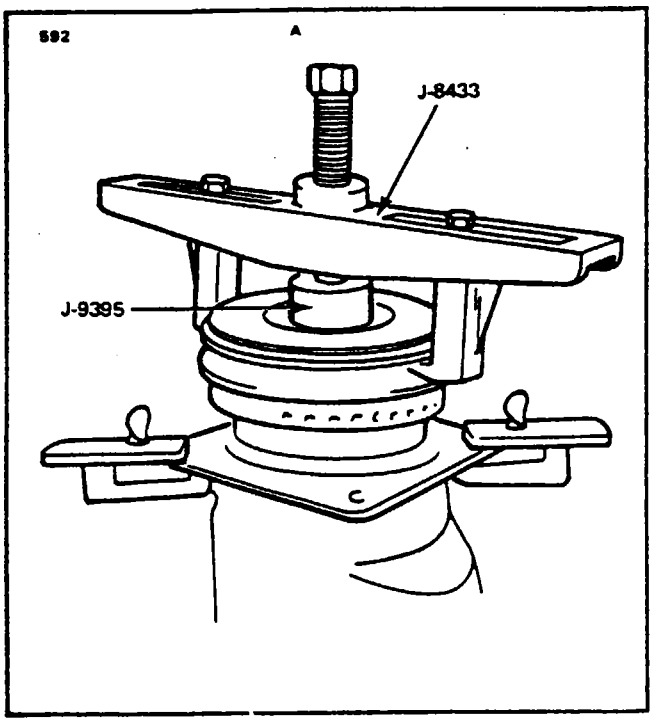

Figure 13-40. Removing Pulley and Drive Plate (Frigidaire Compressor)
e. Remove pulley with puller J-8433. (Refer to Figure 13-40.)